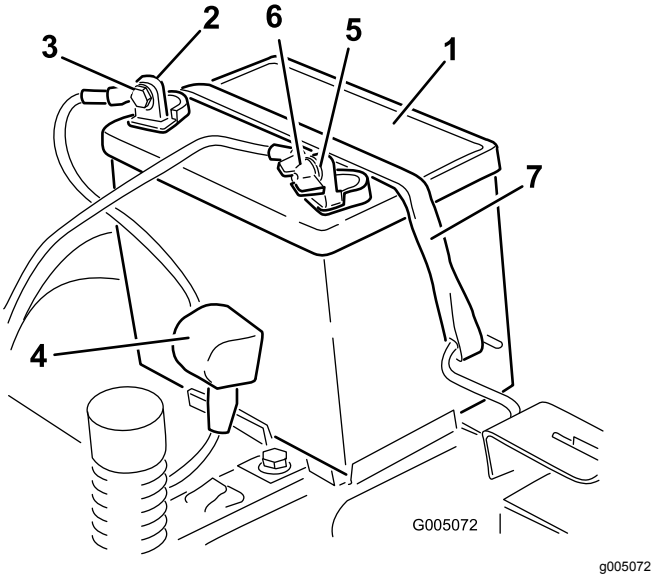

**Figur 46**
4. Tag det sorte minusjordkabel af batteriets pol (Figur 46).
6. Tag det (røde) positive kabel af batteriets pol (Figur 46).
7. Fjern batteritilholderen (Figur 46) og løft batteriet op fra batteribakken.
1. Placer batteriet i bakken (Figur 46).
5. Fastgør batteriet med tilholderen (Figur 46).